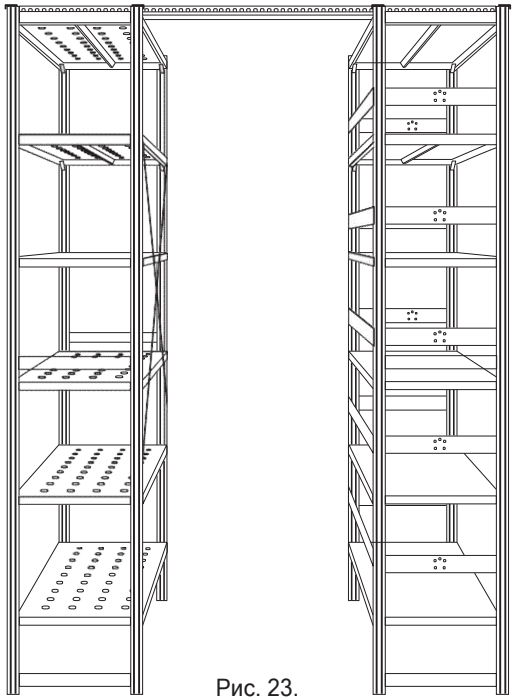

Рис. 23.
2) Поверх стеллажной конструкции (для дополнительной устойчивости стеллажных конструкций) устанавливаются дополнительные связи из профилированного уголка (рис. 23 и 24). Его длина рассчитывается исходя из: глубина стеллажей + расстояние (проход) между ними.